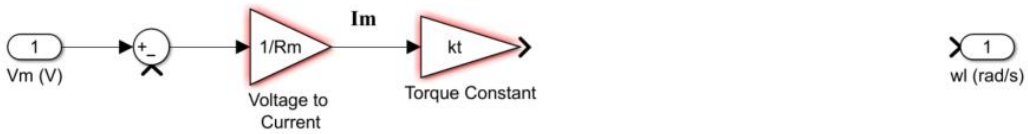

Figure 2: Incomplete Qube-Servo 3 Model.
3. Implement the partial solution shown in Figure 2. While modeling you'll need a few `Gain` blocks, a `Subtract` block and an `Integrator` block (to go from acceleration to speed). The subsequent steps will highlight important components in your model.
a. It may help to write a short MATLAB script that sets the various system parameters in the workspace so that they can be used by the Simulink model. For example, Figure 2 uses *Rm* for motor resistance and *kt* for the current-torque constant as shown below: